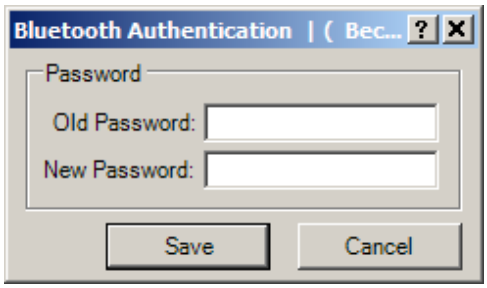

Figure 4-41 Bluetooth Authentication Password Dialog Screen
2. Select "Set Password". TapTalk will display the "Bluetooth Authentication Password" dialog screen (Figure 4-41).